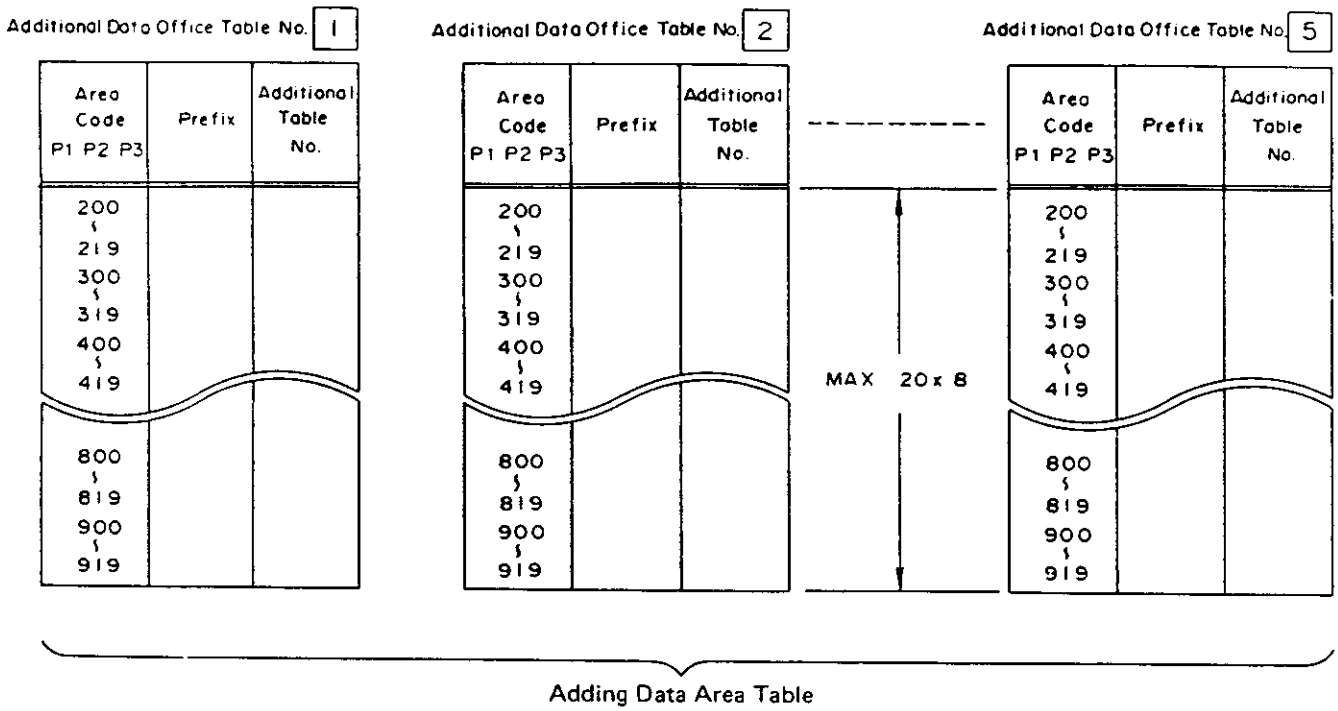

Figure 4.2.2.6.2.11 Adding Data Area Table Format
Note: There are five Adding Data Area Tables, each of which is so formatted that a prefix may be registered for each area code, and an index number may be entered in the adding table column (clarified below). The index number points the adding table where data to be added to the dial data area stored. Area codes are not consecutive, but are broken down into 20 by 8 blocks, as shown in Figure 4.2.2.6.2.11. These tables must be filled out by the installer during planning.
The system selects one of the tables shown in Figure 4.2.2.6.2.11 from the Adding Data Area/Office Table No. selected in item 6.
(2) The system searches the Adding Data Area Table selected in item (1), example 1, for the area code registered in the input dial table (Figure 4.2.2.6.2.1) and selects the prefix and Adding Table No. registered there. The system stores in memory whether to add a "1" to the dial data to be sent, depending on whether the prefix "1" has been entered. The system then proceeds to referring to the Adding Table indicated by the selected Adding Table No.